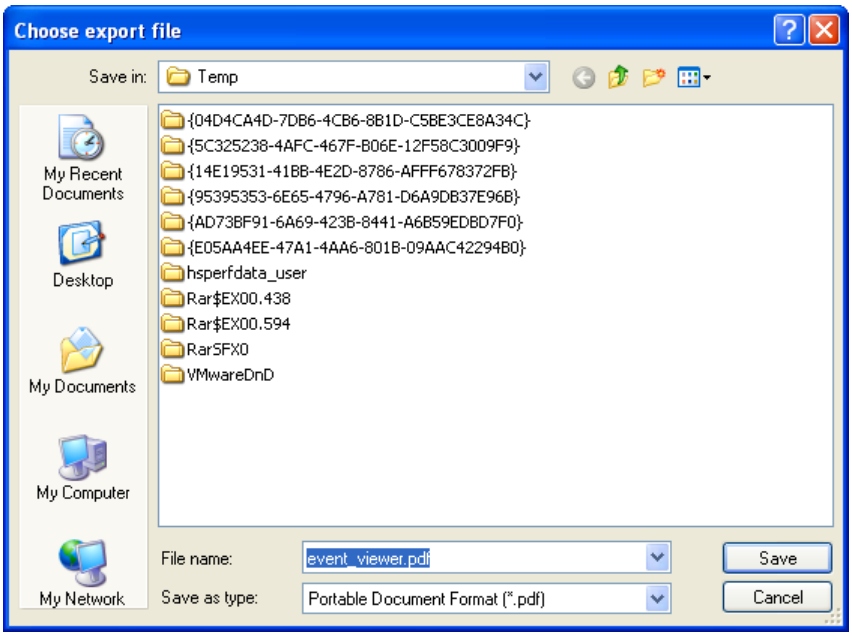

Figure 9.9-10. The Choose Export File window
e. If Disk File is selected in the Destination list, the Choose Export File dialog box will appear. Select the folder and filename to save the report to (Figure 9.9-10).